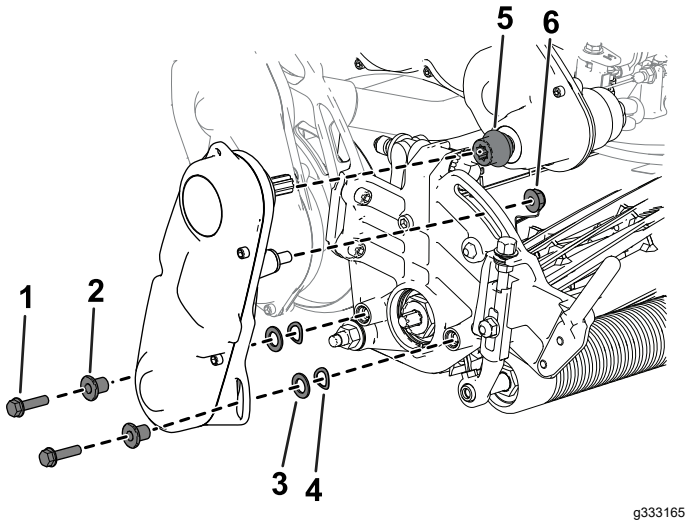

Figur 49
3. Fjern spoledrivenheten fra klippeenheten (Figur 49) og ta vare på delene.